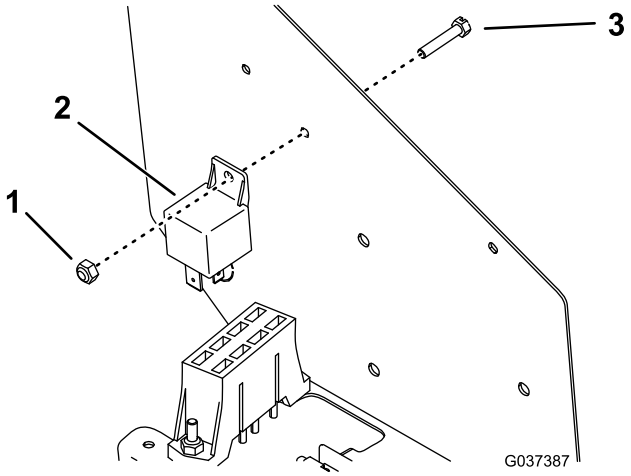

Figure 10
6. Mount the power relay to the inside of the control panel with a screw and nut (Figure 10).